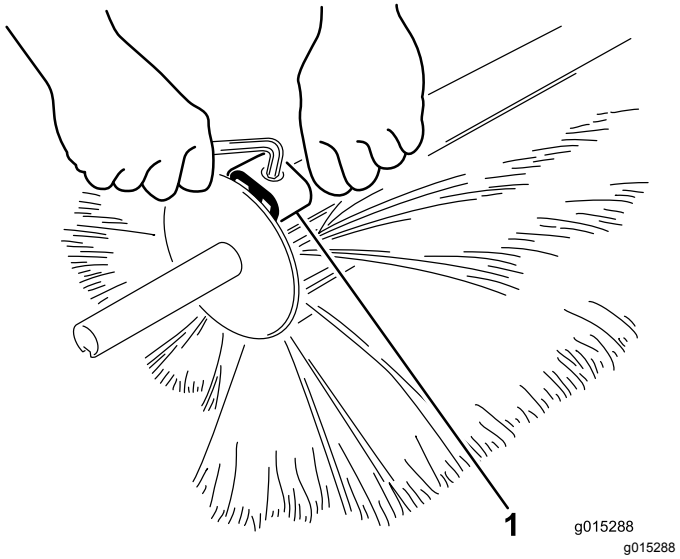

Figur 29
3. Løsne klemmene med en sekskantnøkkel, og fjern den fra børstehalvdelen (Figur 29).